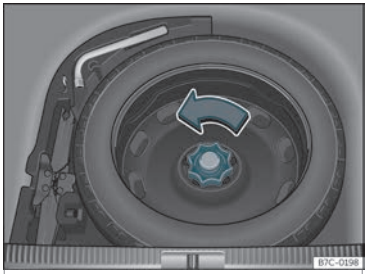

Abb. 197 Im Gepäckraum: hochgeklappter Ladeboden.
- Drehen Sie das Rädchens entgegen dem Uhrzeigersinn heraus››› **Abb. 197**.